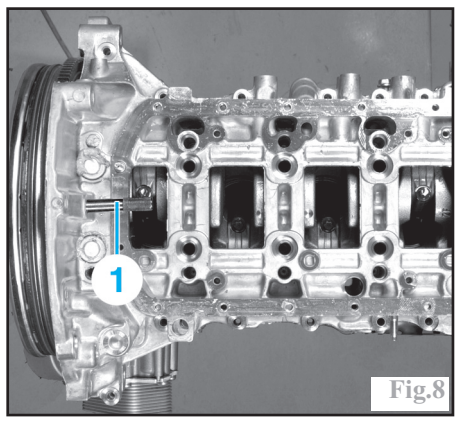

Fig.8
Insérer la pige de blocage (**Ø 12 mm**) (1) du volant moteur (outil réf. (-).**0194.C**) (Fig.8).